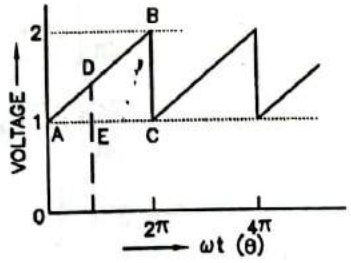

**FIG. 2.17 : WAVEFORM FOR EXAMPLE 2.8**
**Calculate the RMS value and average value of the voltage wave as shown in Fig. 2.17. Also calculate form factor and peak factor.** **GTU, June-2012**